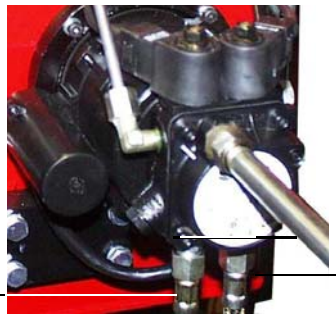

Рис. 12
11) Проверить анализы продуктов выброса, отрегулировать расход воздуха, воздействуя на винт **V** (Рис. 12). Положение заслонки показано на градуированной шкале I, на которой точка “0” соответствует положению полного закрытия.